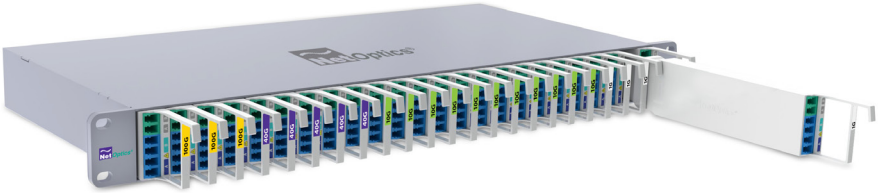

Figure 1. Fully Populated Flex Tap Panel
2. Repeat Step 1 for each Flex Tap unit until you have either partially or fully populated the panel (see "Figure 1. Fully Populated Flex Tap Panel").